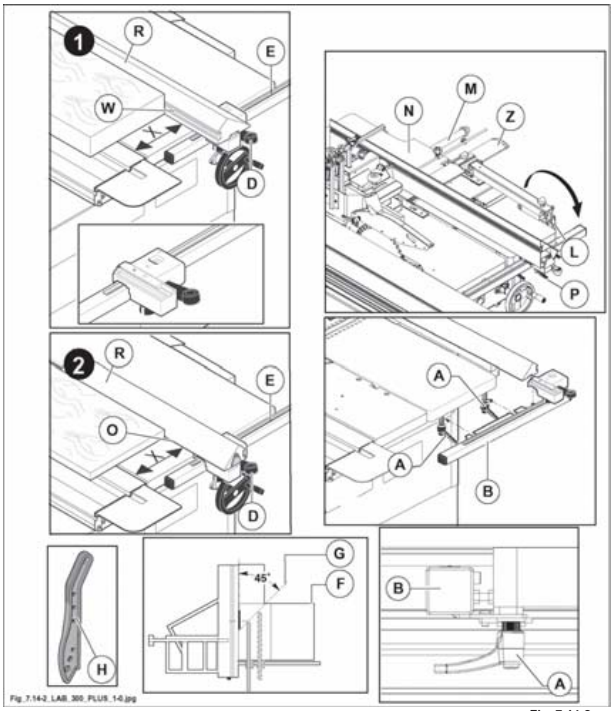

Fig. 7.14-2
La riga (R fig. 7.14-2) può scorrere longitudinalmente dopo aver sbloccato la leva (P fig. 7.14-2); al termine di ogni posizionamento serrare la leva.
l'estremità anteriore della riga non dovrà mai sporgere dall'estremità del piano sul lato (F fig. 7.14.2), ma deve arrivare ad una linea immaginaria (G fig. 7.14.2) che inizia dal primo dente della lama e scivola avanti di 45°. Questo per evitare che i denti in salita della sega afferrino il pezzo e lo lancino contro l'operatore.
La riga (R fig. 7.14-2) può assumere 2 posizioni dopo aver allentato la leva (P fig. 7.14-2).
1) Posizione verticale con il lato (W fig. 7.14-2) rivolto verso il pezzo.
2) Posizione orizzontale (O fig. 7.14-2) per tagli di pezzi sottili e tagli inclinati.
questa posizione permette di aver spazio per poter fare avanzare il legno usando lo spingilegno (H fig. 7.14-2) in dotazione alla macchina.
3) Al termine di ogni posizionamento serrare la leva (P fig. 7.14-2).
- Allentare la maniglia (D fig. 7.14-2);
- far scorrere manualmente il gruppo guida facendo riferimento alla riga metrica (E fig. 7.14-2);
- bloccare la maniglia (D fig. 7.14-2).
per il taglio di pannelli di elevate dimensioni (> 590 mm) si deve riposizionare la guida di scorrimento (B fig. 7.14-2), procedendo come segue:
1) allentare le maniglie (A fig. 7.14-2) e posizionare la guida di scorrimento (B fig. 7.14-2) come in figura.
2) Bloccare le maniglie (A fig. 7.14-2).
- Sbloccare la leva (L fig. 7.14-2) e ribaltare di 180° la protezione (Z fig. 7.14-2).
Ribloccare la leva (L fig. 7.14-2).
- Avvitare la colonnetta (M fig. 7.14-2) nel piano (N fig. 7.14-2).